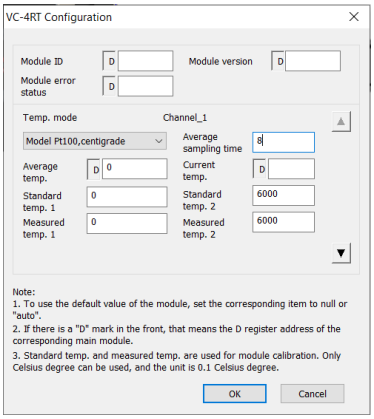

Рисунок 4-2 Настройка измерительного канала 1
2) Дважды щелкаем мышкой на модуле «4RT», чтобы открыть окно настроек модуля 4КТ, как показано на рис. 4-2